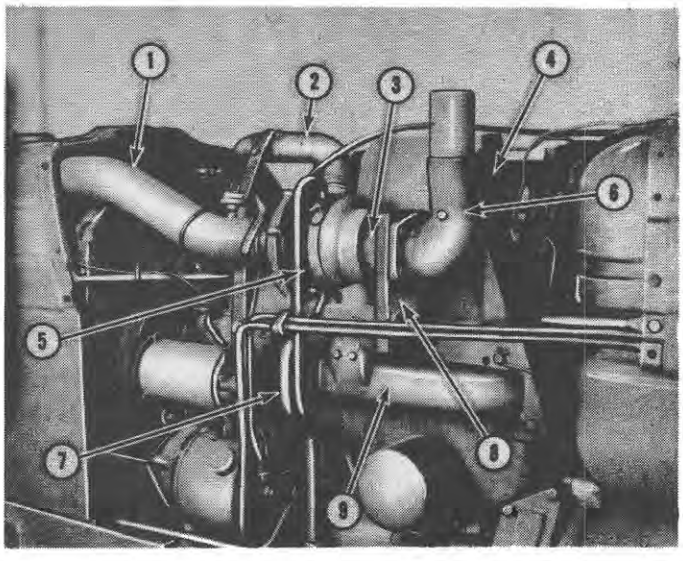

Figure 13
2. Position a new gasket and the turbocharger on the manifold, Figure 13, at the same time locating the oil return tube on the cylinder block adapter. Secure the turbocharger with the four nuts and lock washers and tighten the nuts to a torque of 30-35 lbs. ft. (4.15–4.84 kgm).
7. Connect the turbocharger-to-intake manifold tube as shown in Figure 13, and secure it with the clamps. Tighten each clamp bolt to a torque of 15-20 lbs. (.172—.230 kgm).